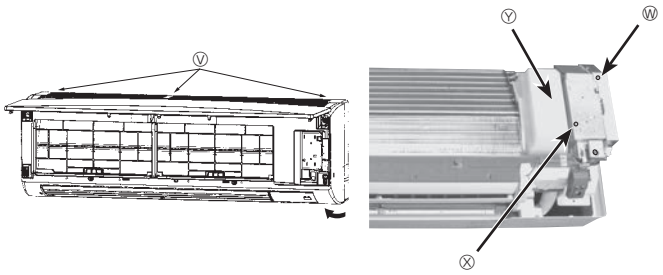

Fig. 6-3 Fig. 6-4
③ Unfix 3 hooks. (Fig. 6-3)
④ Hold the lower part of both ends of the panel and pull it slightly toward you, and then remove the panel by pushing it upward.